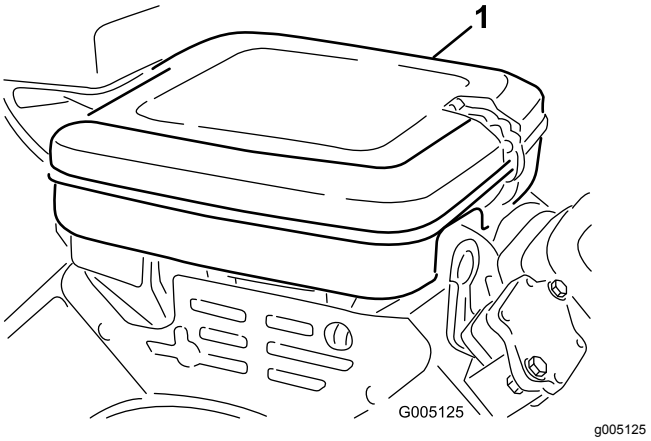

Figur 25
1. Rengjør dekselet grundig (Figur 25).